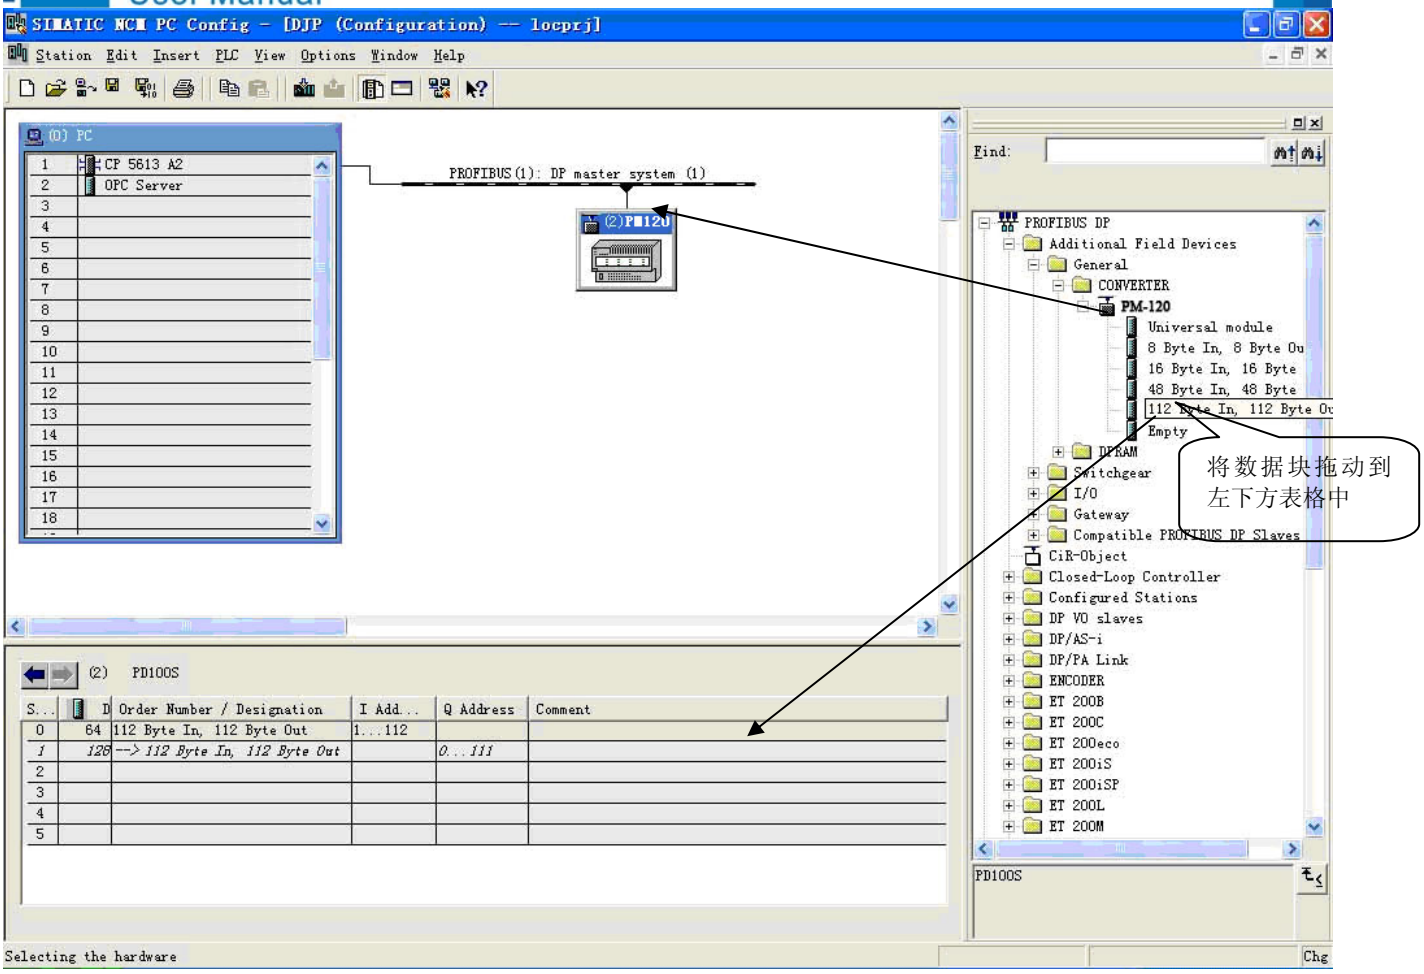

图 10
11. 将从站 PM-120U 配入到 PROFIBUS 网络配置当中，并将输入输出数据块，映射到 S7-300 或者其它控制器的内存当中。如图 10：
④ 当在图 10 中分别设置了输入数据模块和输出数据模块，则在配置软件中按照模块在组态软件中槽位的先后顺序设置“Profibus 配置数据”。例如：当在组态软件中设置 20words 输入输出时，且输入数据块在前，输出数据块在后，则在 GT-123 中“Profibus 配置数据”中的设置如下：